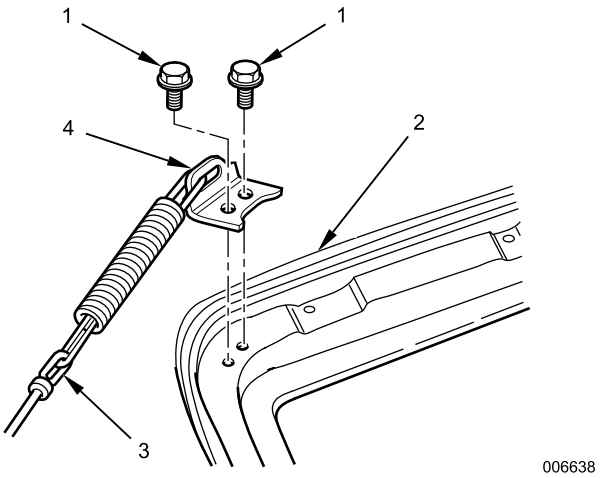

Figure 18. Hood Safety Cable.
16. Install hood safety cable (Figure 18, Item 4) and support (Figure 18, Item 1 or 5) on hood (Figure 18, Item 3) with two bolts (Figure 18, Item 2).